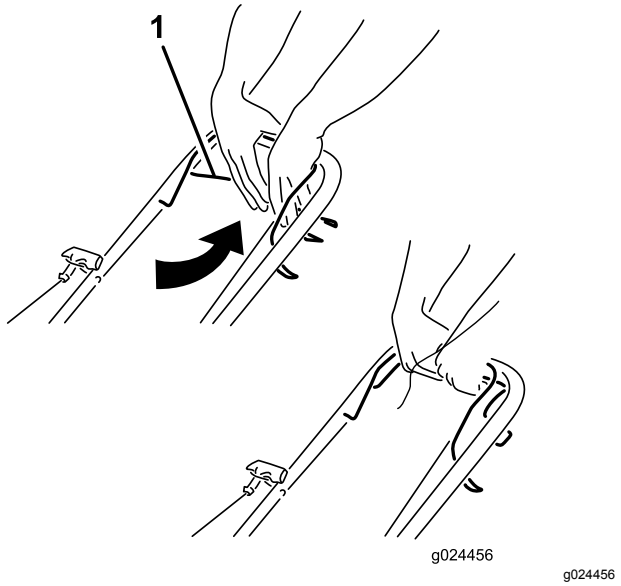

Рисунок 16
- **Для включения самоходного привода** прижмите штангу управления самоходным приводом к рукоятке и удерживайте ее в этом положении (Рисунок 16).